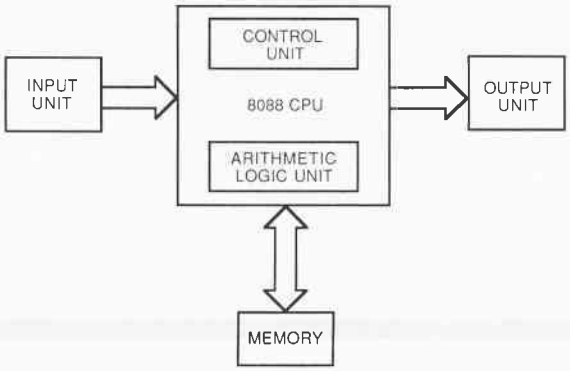

Fig. 1-2. The control unit and arithmetic unit together form the central processing unit CPU.
The arithmetic logic unit and control unit can be combined into a single integrated circuit called a "central processing unit" as shown in Fig. 1-2. Microprocessors are also called central processing units (CPUs) because they can be designed to do the same functions as the central processing unit in a large computer. In the IBM PC, an 8088 integrated circuit (IC) is the systems central processing unit. It accesses memory (fetches an instruction), interprets what the instruction means, and does the actions required by the instruction, and then fetches the next instruction in the program and repeats the sequence. This sequential process was described by mathematician John Von Neumann in the late 1940s. Today, every desktop or laptop personal computer operates as a sequential "Von Neumann" machine. In the future, microcomputer systems will include multiple processors and operate on many instructions at the same time in a parallel "non Von Neumann" architecture.